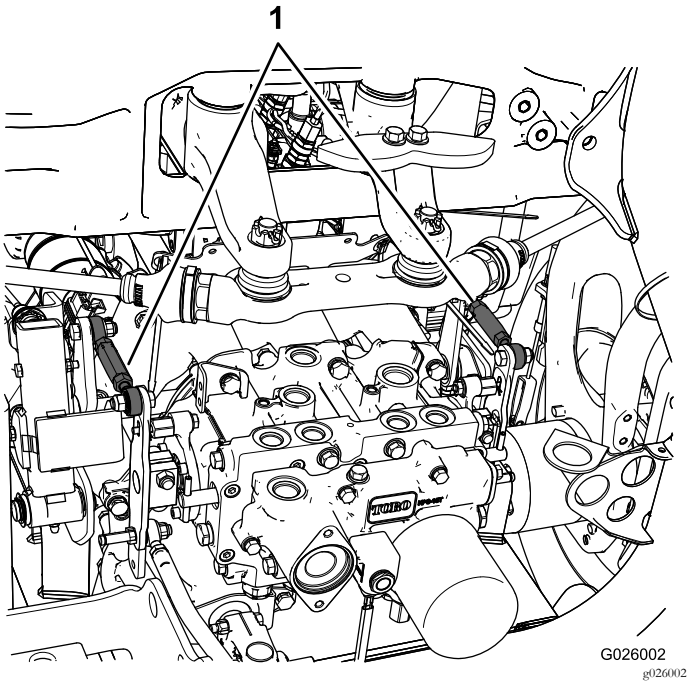

Figure 9
- If the left rear tire is rotating, loosen the jam nuts on the left side transmission control rod (Figure 9).